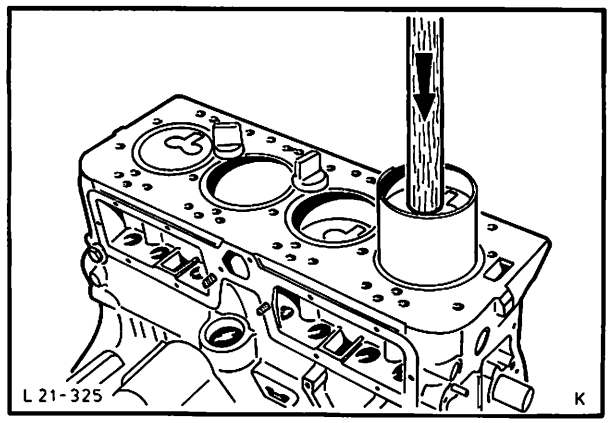

Abb. 64 Kolben mit handelsüblichem Spannband einbauen
36. Kolben mit Pleuel in richtiger Reihenfolge in Zylinderblock einsetzen. Kolben mit einem Hammerstiel in die Zylinder drücken, Abb. 64, dabei die Pleuelschrauben mit der Hand über die Pleuelzapfen führen.